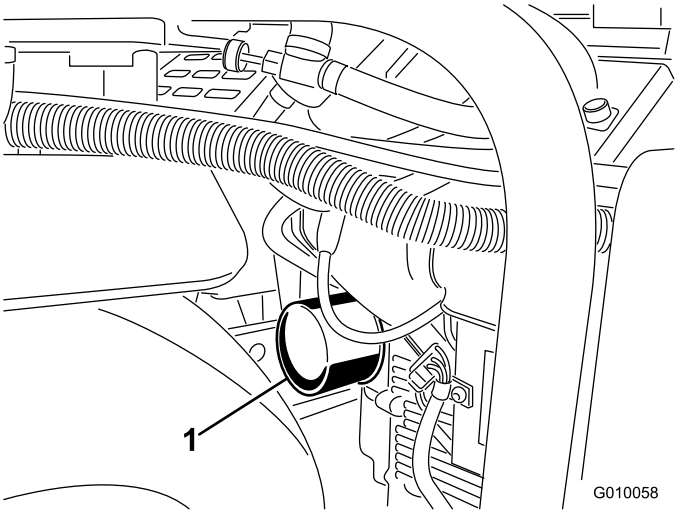
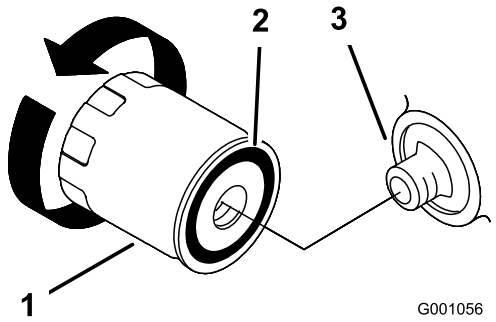

**Figuur 47**
**Figuur 48**
6. Plaats een ondiepe opvangbak of een doek onder het filter om olie op te vangen (Figuur 47).
7. Verwijder het oude filter (Figuur 47 en Figuur 48) en veeg het oppervlak van de pakking van het filtertussenstuk schoon.